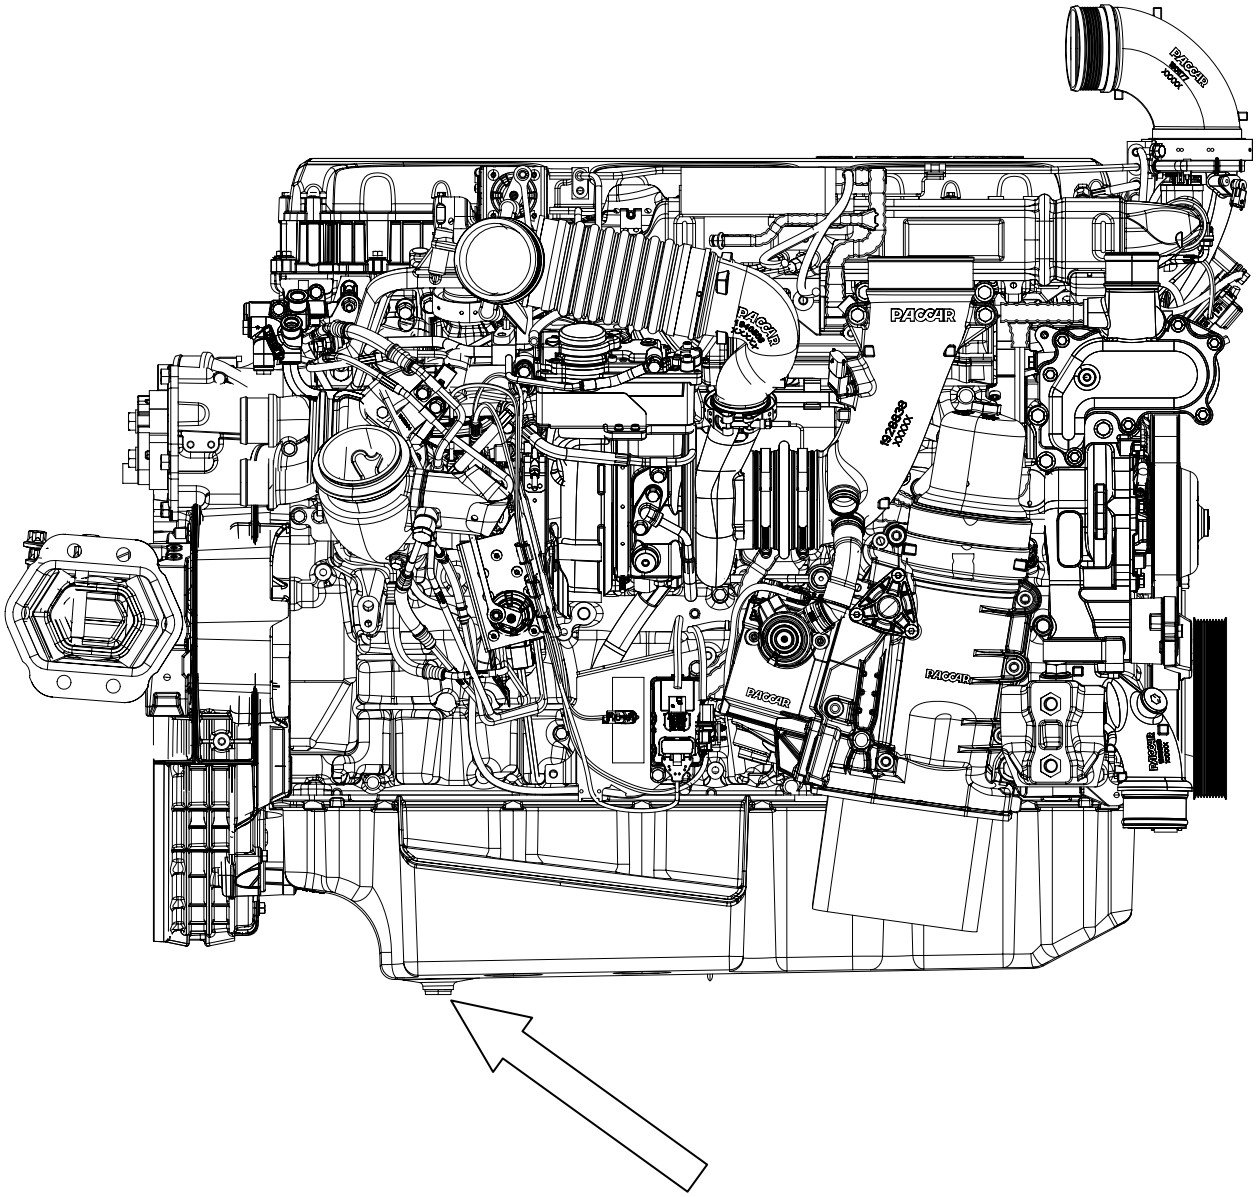

Rys. 6. Korek spustowy miski olejowej usytuowany w dolnej części silnika
- wymiana oleju silnikowego wraz z zasadniczym filtrem oraz z filtrem odśrodkowym (rys.6).
Wymianę oleju silnikowego wykonuje się przez odkręcenie korka spustowego, znajdującego się w misce olejowej – rys. 6 (ewentualnie w filtrze odśrodkowym). Usuwany olej powinien mieć temperaturę około 80°C. Spuszczając olej należy odczekać tak długo aż cały spłynie. Jeżeli gwint korka olejowego jest walcowy, należy przed powtórnym przykręceniem założyć nową podkładkę. Jeżeli gwint jest stożkowy, podkładki nie stosuje się.